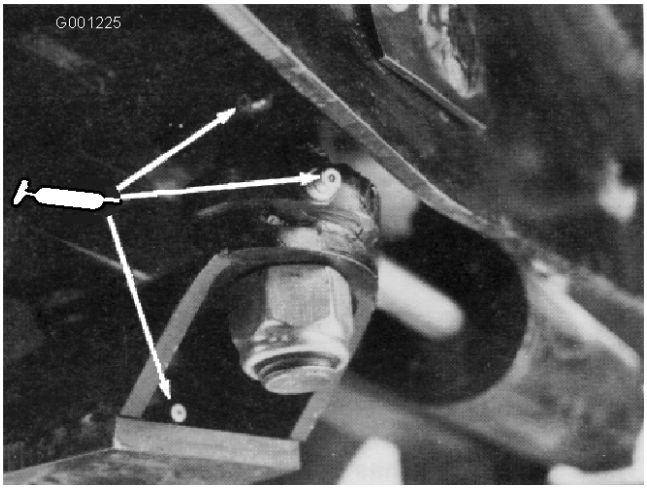

Figur 42
- Styrplattans bussningar (Figur 42)
- Axeltappens bussning (Figur 42)